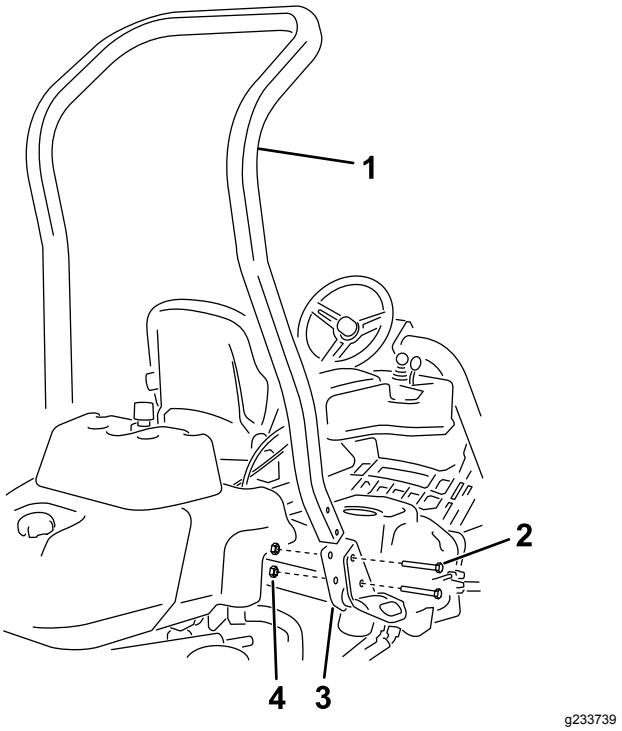

Rysunek 3
3. Zamocuj pałąk zabezpieczający w gniazdach układu ROPS z każdej strony maszyny w sposób pokazany na (Rysunek 3), używając 4 śrub (½ x 3¾ cala) i 4 nakrętek kołnierzowych (½ cala).